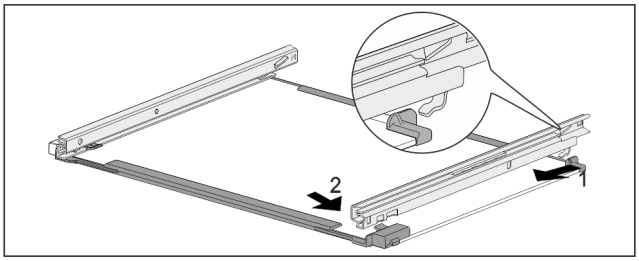

Fig. 254 Placa de sticlă cu șine
▶ Agățați șina în partea din spate. *Fig. 254 (1)*
▶ Înclichetați șina în partea din față. *Fig. 254 (2)*